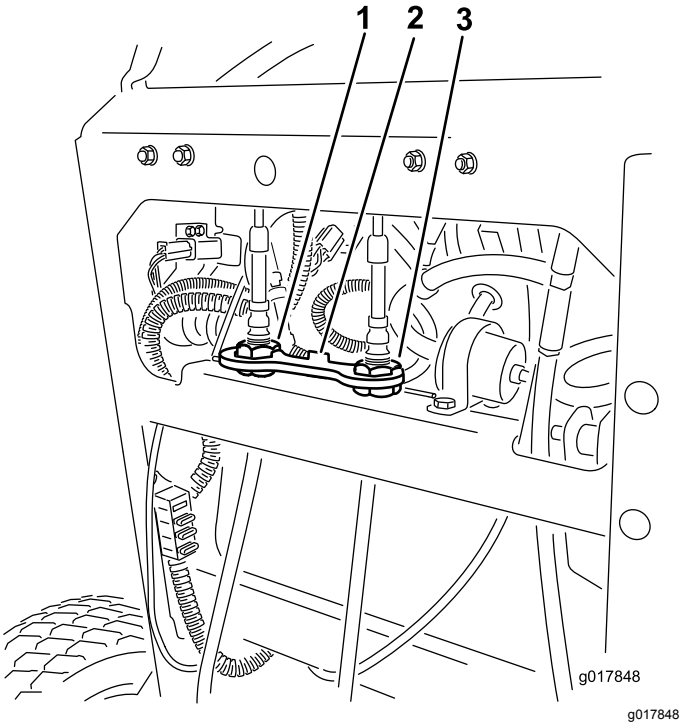

Rysunek 55
4. Przekręć prawy regulator tak, aby ustawić prawą dźwignię sterowania na środku wycięcia w panelu sterowania odpowiadającego pozycji neutralnej zablokowanej (Rysunek 55).